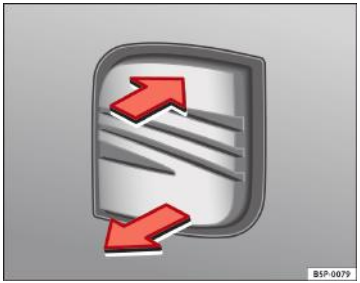

Fig. 48 Hayonul: deschiderea din exterior
– Trageţi maneta de deblocare şi ridicaţi hayonul ⇒ fig. 48. Hayonul se va deschide automat.